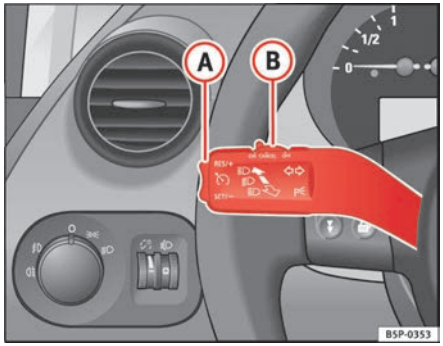

Fig. 148 Turn signal and main beam headlight lever switch and rocker switch for the cruise control
– Press the lower part **SET/-** of the rocker switch ⇒ fig. 148 (A) once briefly when you have reached the speed you wish to set.